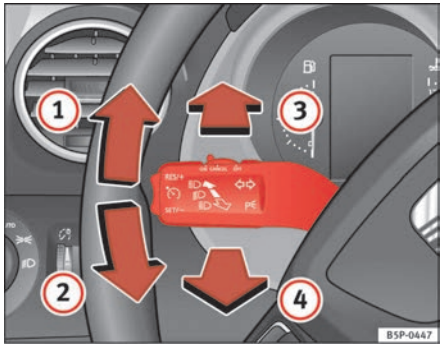

**Fig. 77 Indicator and main beam headlight lever**
– Move the lever all the way up ⇒ page 118, fig. 77 (1) to indicate **right**, and all the way down (2) to indicate **left**.
– Press the lever forward ⇒ page 118, fig. 77 (3) to switch on the main beams.